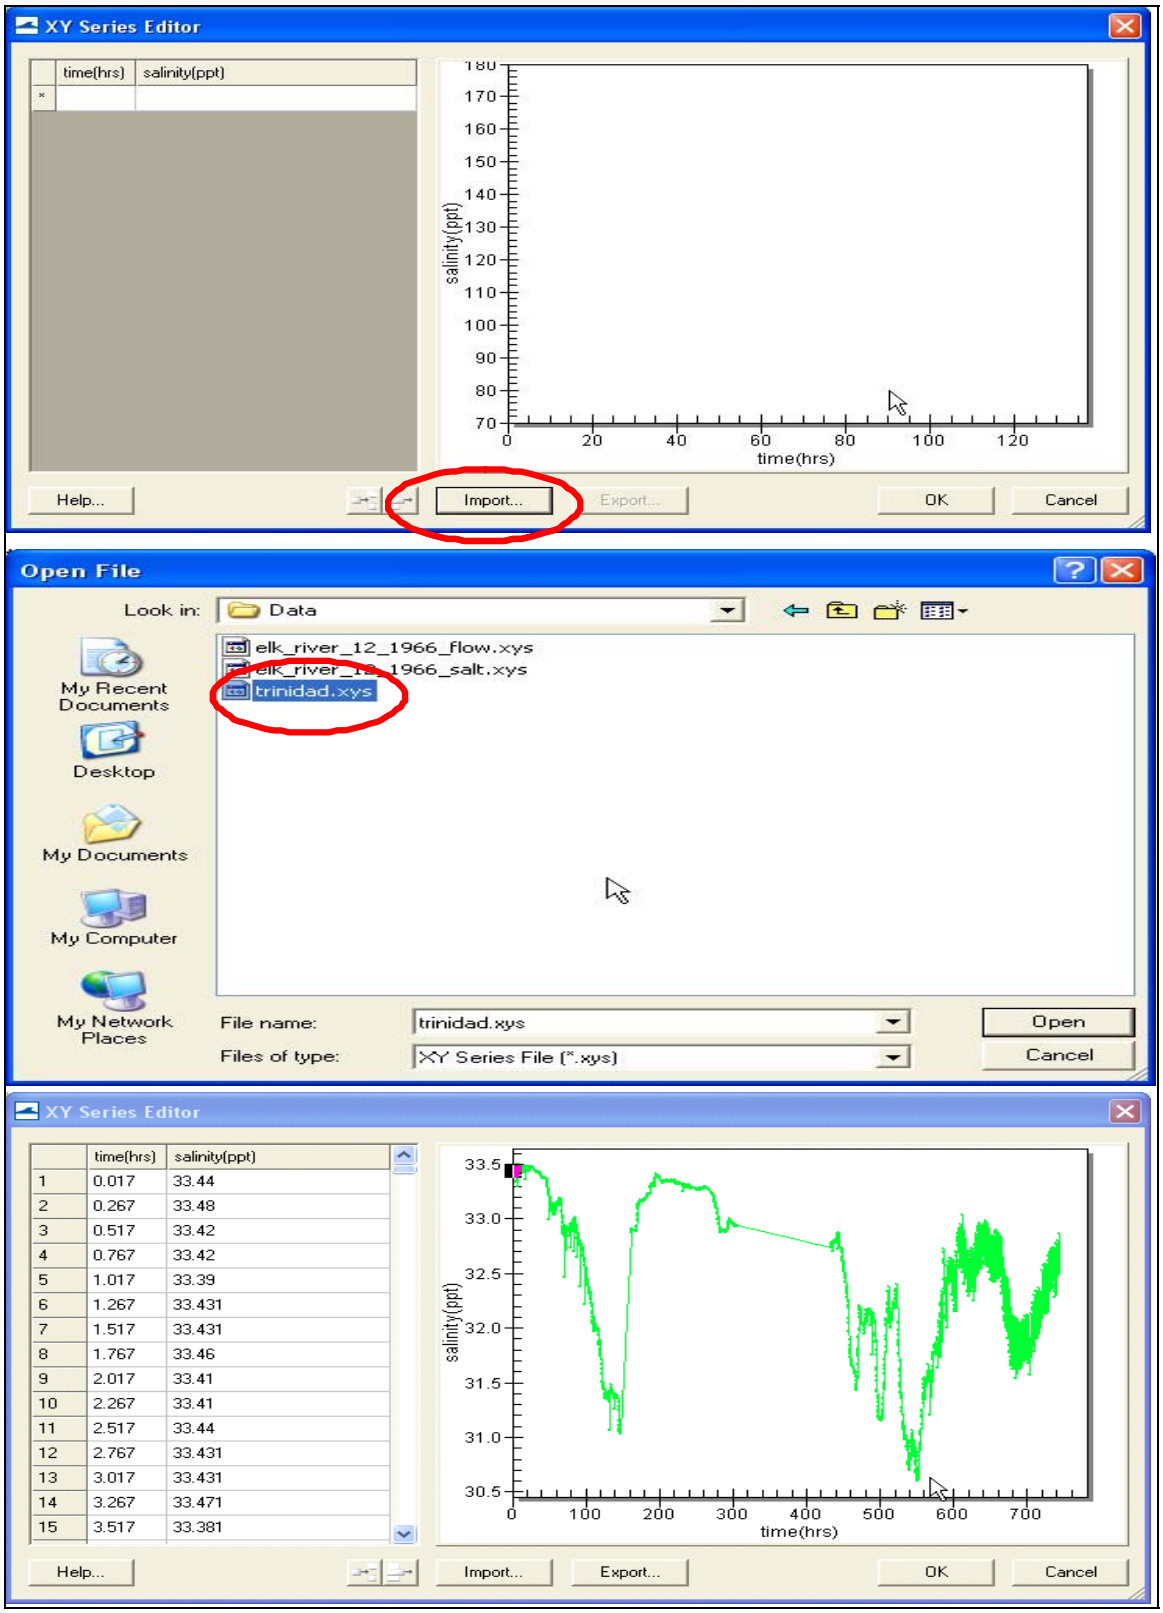

Figure 49. Salinity data from a xys file.
4. Click the *Import* button to read time series of salinity along the boundary in xys format, Trinidad.xys (Figure 49),